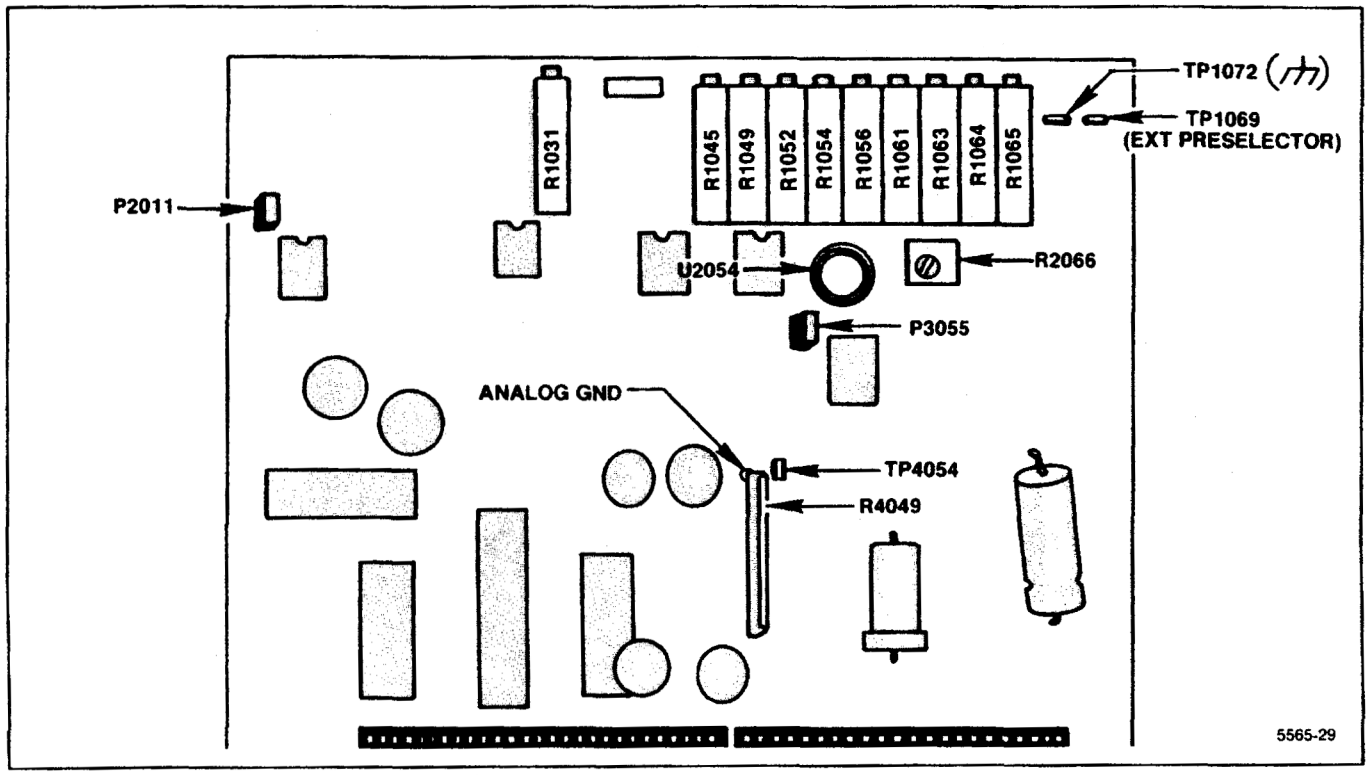

Figure 5-22. Preselector Driver test point and adjustment locations.
e. Set the CENTER FREQUENCY to center the 2.1 GHz marker. Center the Input Offset adjustment R1031 (Figure 5-22), then center the 2.1 GHz marker with the CENTER FREQUENCY control. Ground TP1069 with a jumper strap.
g. Peak the 2.1 GHz signal with the −829 MHz IF Offset R1049 (Figure 5-22).
n. Increase FREQUENCY to the 12 GHz marker, then peak the 12 GHz point with Shaper #1 R1054 adjustment (Figure 5-22).
u. Adjust −829 MHz IF Offset R1049 (Figure 5-22) to peak the 3.5 GHz response.
x. Tune the 19 GHz marker to center screen then peak the 19 GHz signal with Shaper #3 R1061 adjustment (Figure 5-22).